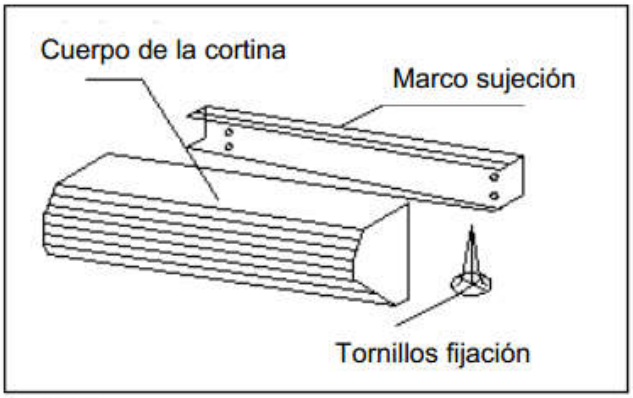

Figura 1
- Para proceder con la fijación de la cortina a la pared, debe instalarse primero el marco de sujeción, que es una pieza que se fija a la pared, y que permite el montaje y sujeción de la cortina(ver figura 1)